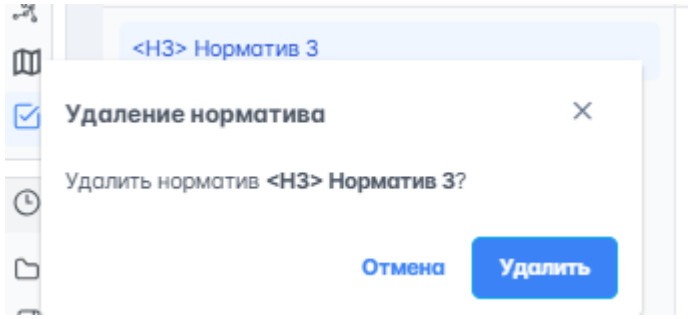

Рисунок 113 – Подтверждение удаления норматива
2. Нажать на в строке норматива на панели управления справа, откроется окно подтверждения удаления (рисунок 113).